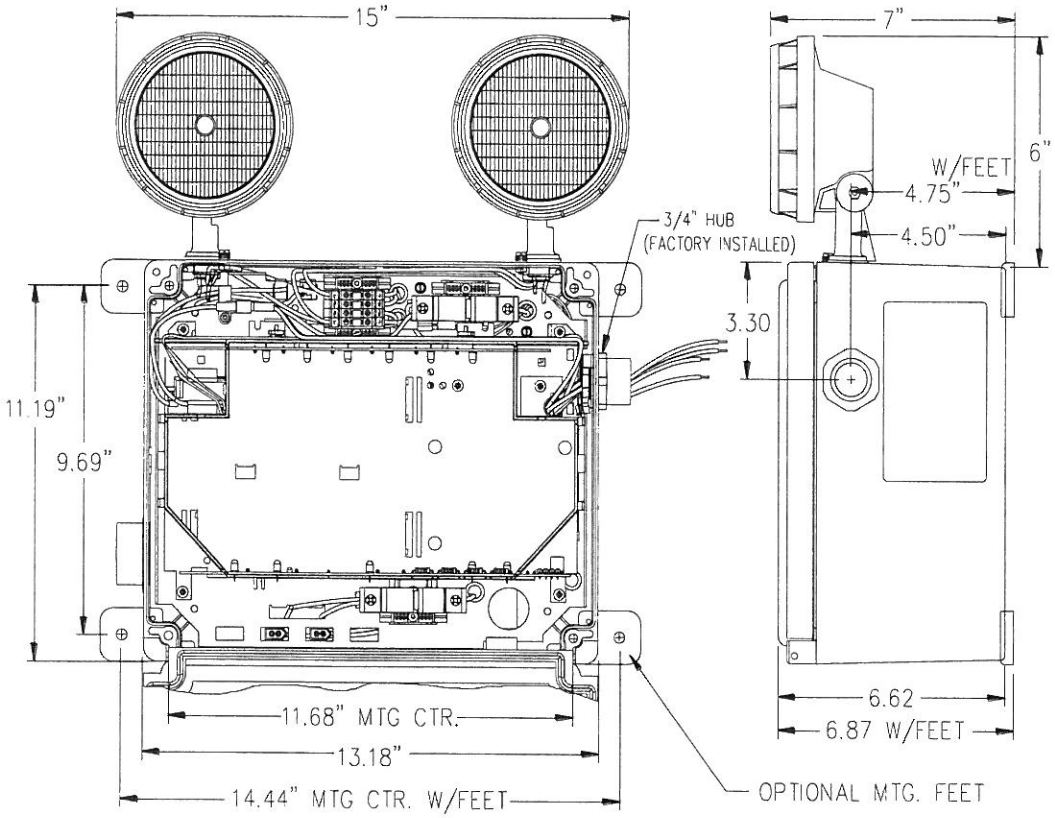

Figure 3
1. Mount exit enclosure to wall using (4) thru holes or optional mounting feet. (See Figure 3).
8. Adjust head(s) as follows: (See Figure 3).